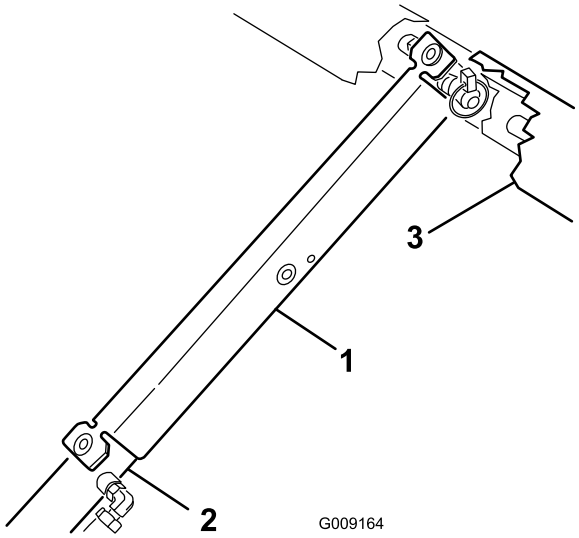

Figuur 31
3. Druk de laadbakbeveiliging op de cilinderstang, waarbij u ervoor moet zorgen dat de beide uiteinden van de laadbakbeveiliging rusten op het uiteinde van de cilinderbus en het uiteinde van de cilinderstang (Figuur 31).